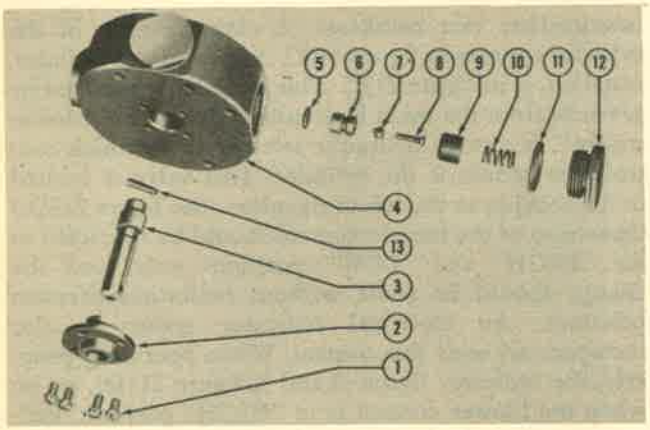

Figure 440A—Bendix 403656 Control Valve
2. BENDIX NO. 403656 VALVE.—This valve is on late C-47B airplanes, and is also a spare part in place of the Adel type. This four-way selector valve (figure 440A) consists of four poppet elements set radially about an operating cam in an aluminum alloy body.
2. DISASSEMBLY.—Disassembly of either control valve should not be attempted in the field. When disassembly is attempted, see figure 439 and *b.*(2) this paragraph, preceding, if the valve is Adel type. If valve is Bendix type, the following instructions apply. No special tools required. See figure 440A.
a. Remove four caps (12, figure 440A) and take out spring and poppet (10 and 9, figure 440A).
b. Using long-nosed pliers, pull out the adjusting screw and piston (8 and 6, figure 440A).
c. Remove four screws (1, figure 440A) and take out bearing and cam (2 and 3, figure 440A). Do not lose pin (13, figure 440A).
3. Inspect the cam for wear, especially the sides of the lobes which bear on the piston (3 and 6, figure 440A). If worn enough to prevent proper adjustment of the valve, reject the valve and replace with a new assembly.
1. Place the set screw in the piston and secure with the lock nut (8, 6, and 7, figure 440A).
3. Replace the poppets and springs. Secure these with the seal and cap (9, 10, 11, and 12, figure 440A).
4. Place the pin into the slot in the cam (13 and 3, figure 440A).
5. Pack the cam chamber of the valve body (4, figure 440A) with a low temperature lubricating grease conforming to Specification AN-G-3.
6. Assemble the cam with its pin into the valve body (3, 13, and 4, figure 440A). Put the bearing
into place and secure it with the four screws (2 and 1, figure 440A).